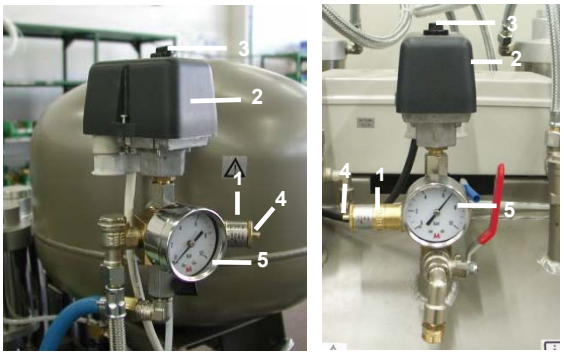
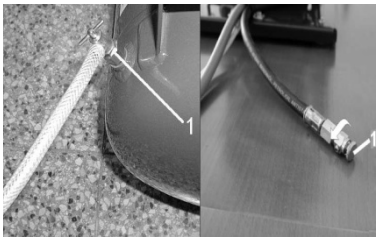
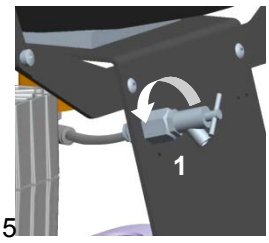

Fig.13
Fig.14
Fig.15 DK50 2V
(Fig.13)
Compresseurs sans sécheur d'air (Fig.14, Fig.15)
(Fig. 13)
Au cas où le compresseur ne sera pas utilisé pendant une période plus longue, il est recommandé de vidanger le liquide condensé du réservoir de pression et mettre le compresseur en fonctionnement pour une durée d'environ 10 minutes avec la vanne de purge (1) ouverte – (Fig.14, Fig.15) Ensuite arrêter le compresseur par le rupteur (3) sur l'interrupteur de pression (Fig.13), fermer la soupape de vidange du condensé et débrancher l'installation du réseau.
- Laisser sortir l'air comprimé du réservoir en ouvrant la soupape de vidange du condensé (1) (Fig.14, Fig.15).